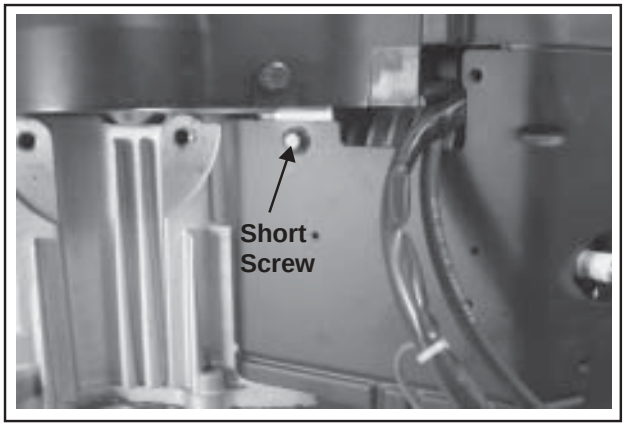

Figure 9-28. Note Location of Short Screws.
3. Remove the three (each side) hex flange screws securing the outer baffles. Note the location of any lifting strap and the position of the two short screws (one each side on bottom) for reassembly. See Figure 9-28.